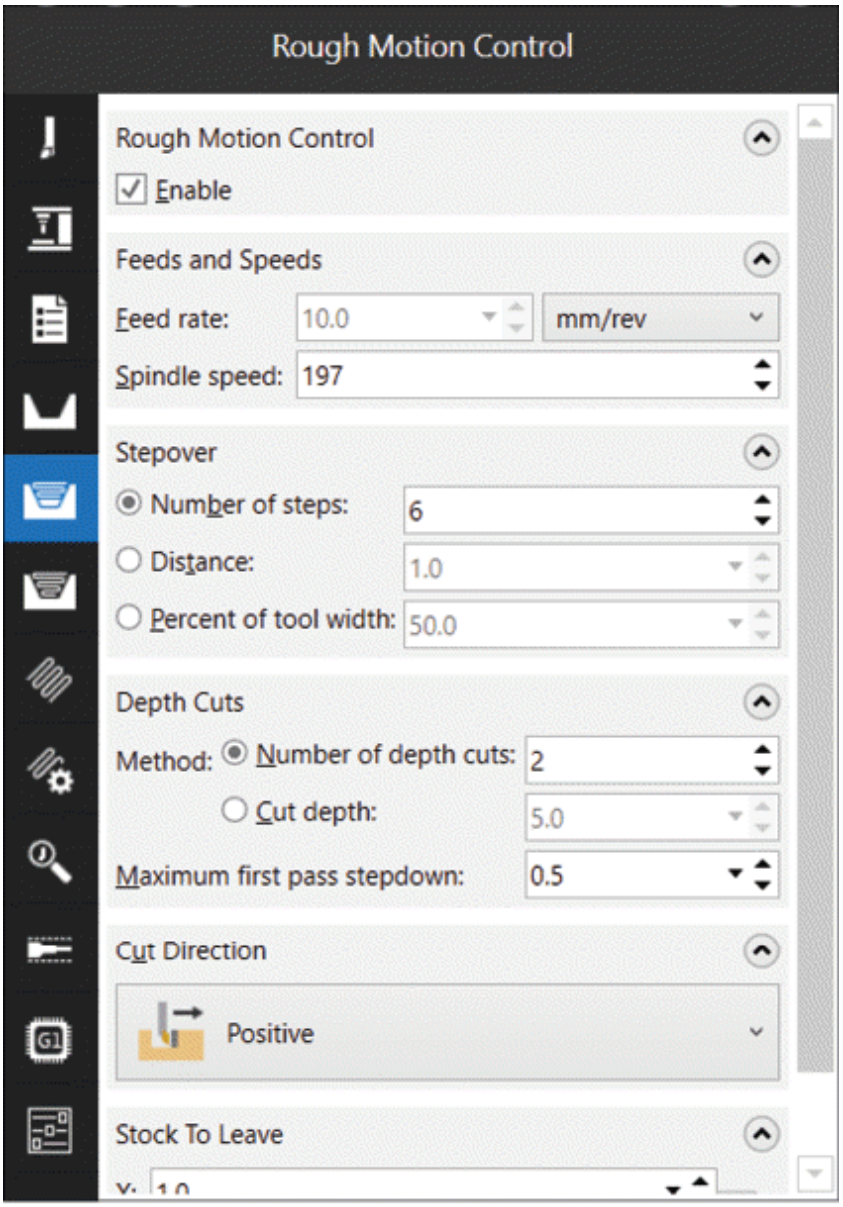

Figure-100. Rough Motion Control page
- Click on the **Rough Motion Control** option from left area to define parameters for rough cutting passes. The page will be displayed as shown in Figure-100.